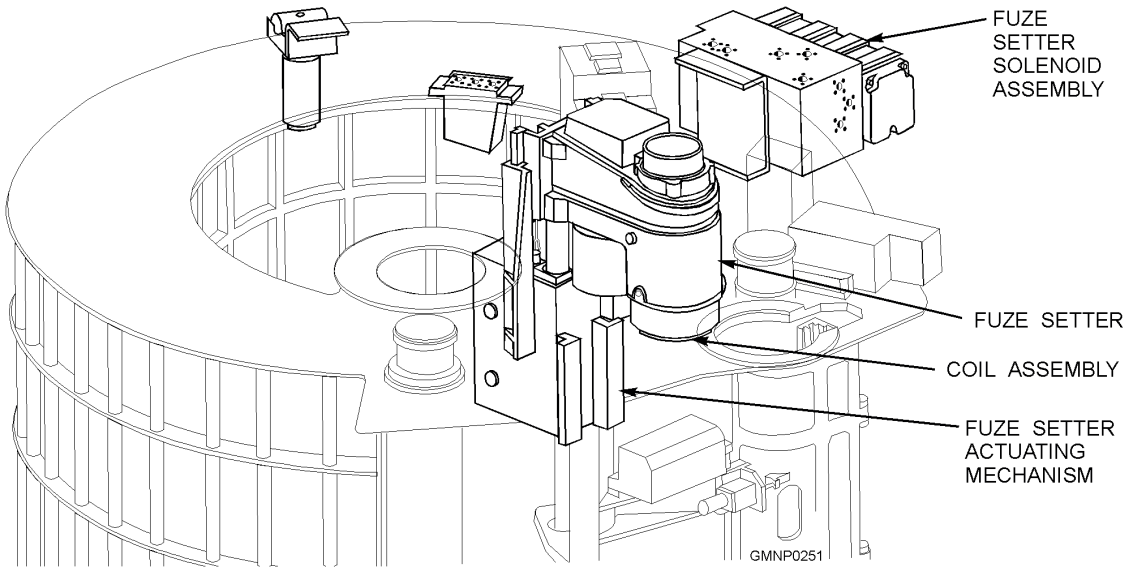

**Figure 4-59.—Fuze setter.**
The fuze setter (fig. 4-59), an electrohydraulic device mounted atop the support structure for the loader drum, sets mechanical time (MT) or control variable time (CVT) fuzes on projectiles positioned for mechanical fuze setting in the transfer station. The coil assembly, at the base of the fuze setter, energizes to set the ESFs electronically (electronically settable fuzes).